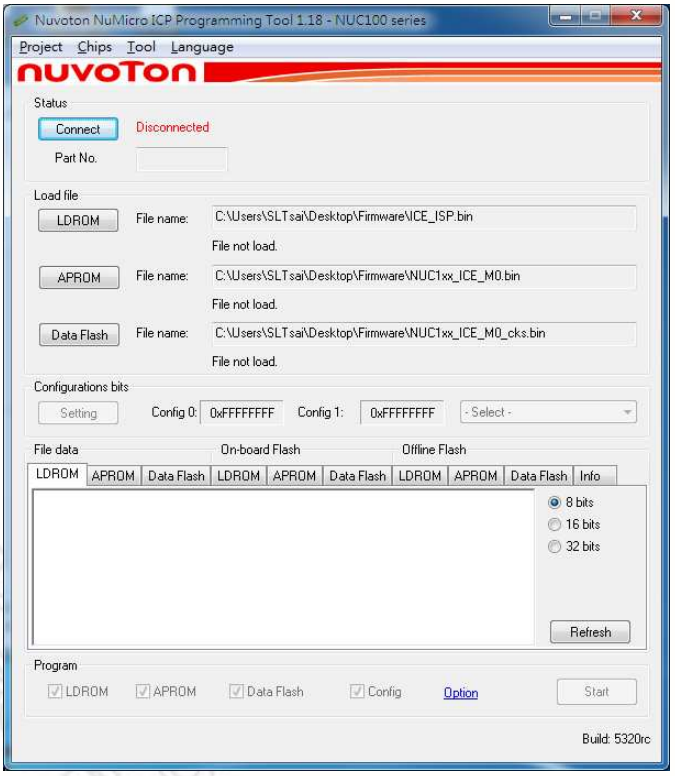

Figure 4-4 ICP Tool Main Window
Step 3: In the ICP Tool window, the connection status is shown as "Disconnected" since the ICP tool has not been connected with the Nu-Link Adapter, as shown in Figure 4-4.